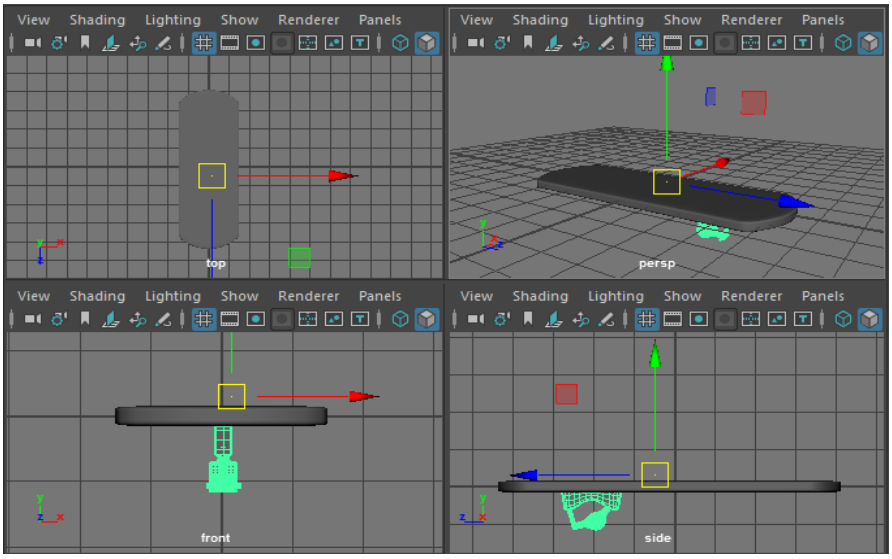

Figure 2-94 *The **base1** aligned in all viewports*
22. Align **base1** in all viewports using the **Move Tool** and the **Scale Tool** from the Tool Box to make it proportional with the deck, as shown in Figure 2-94.